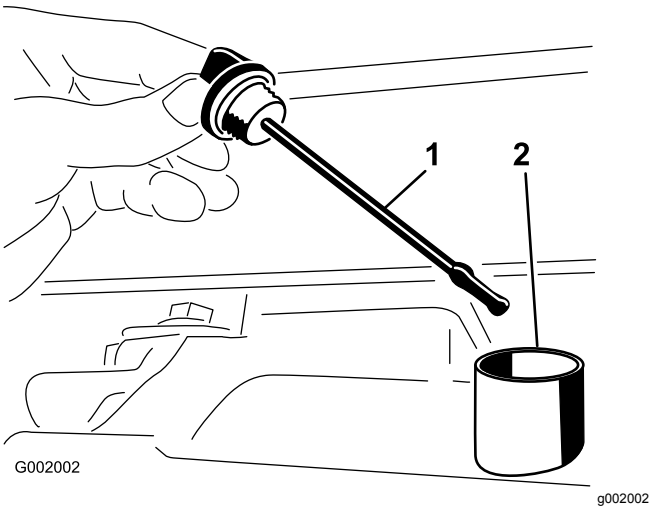

Figur 52
2. Ta ut transakselpeilestaven og tørk den med en ren fille (Figur 52).